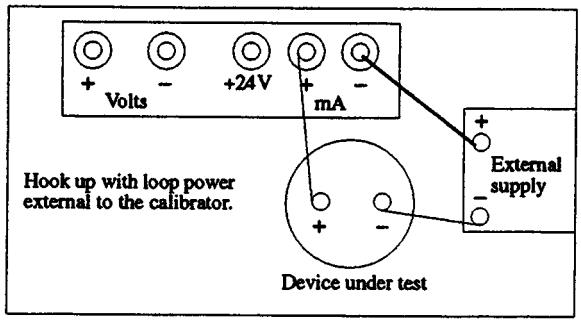

Figure 1. Loop power is supplied by an power supply in the loop. The calibrator is hooked in series with the remainder of the loop where applicable.
4) Electrical connections for milliamps are shown in Figures 1 and 2.